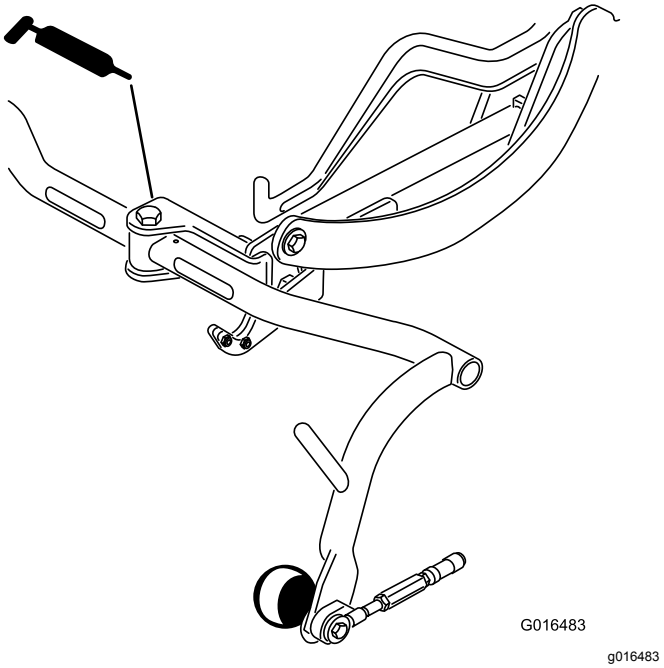

Figur 32
- Bærerammens svingledd (3) (Figur 32)